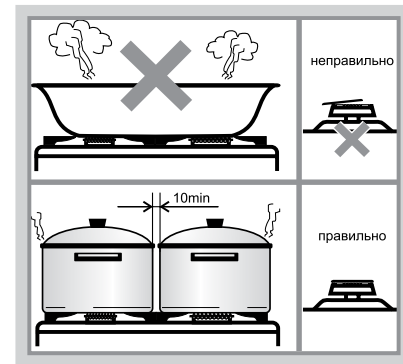

Рис.24
- Размеры посуды (см. табл. 8 и рис.24) и режим работы горелок нужно выбирать таким образом, чтобы пламя не выходило за края и не «лизало» боковые стенки.
- Запрещается устанавливать на решетки какие-либо дополнительные рассекатели пламени и пользоваться горелками со смещенными крышечками (рис. 24).